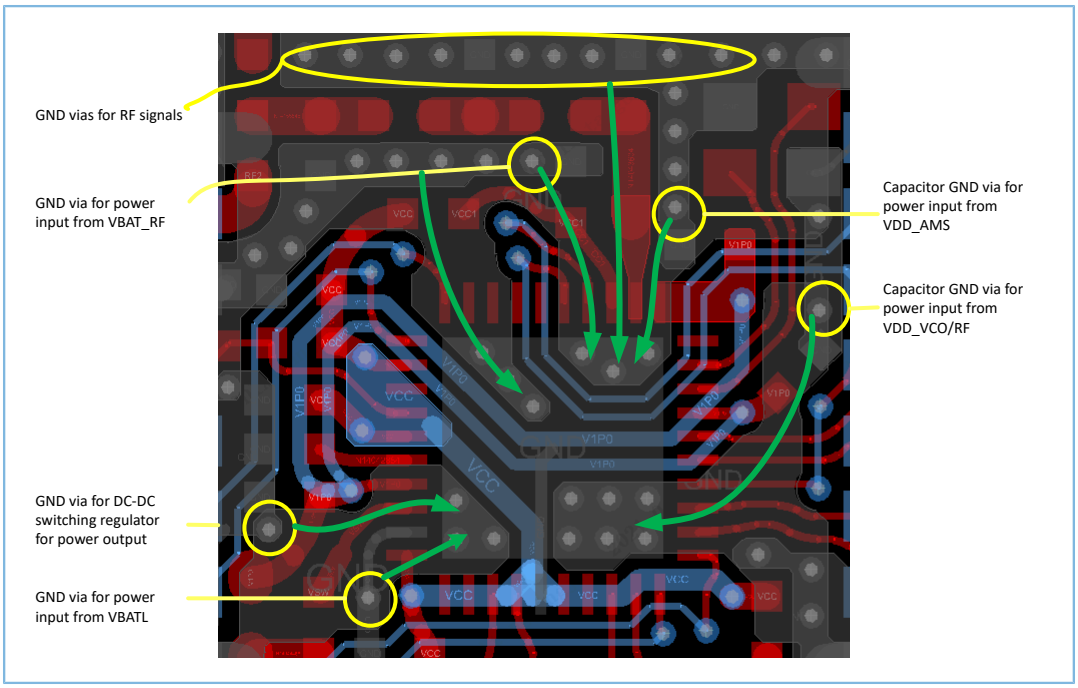

Figure 4-11 Power and GND routing reference design for 2-layer PCB
2. The figure below is a reference design for power and GND routing. The GND vias circled in yellow are used for return paths of power and RF signals, and shall be connected to the heat dissipation pad with short, wide traces through copper pour areas on the bottom layer (indicated by the green arrows in Figure 4-11).